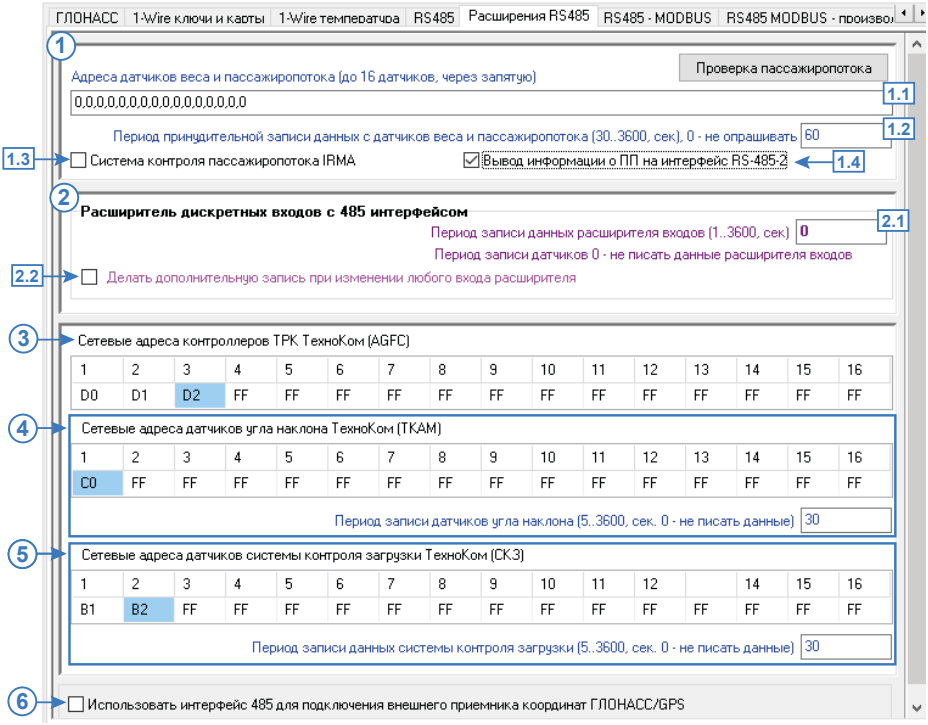

Рис.45. Вкладка «Расширения RS-485».
- В поле **«Адреса датчиков веса и пассажиропотока» (Рис.45, п.1.1)** ввести адресов подключаемых датчиков. Адреса нужно вводить через запятую, возможные значения – от 230 до 245. К прибору «АвтоГРАФ» может быть подключено до 16 датчиков веса и пассажиропотока.
(Рис.45, п.1.2) ввести интервал времени, с которым будут опрашиваться датчики веса и пассажиропотока. Диапазон значений периода – 30…3600, 0 – не опрашивать датчики.
- **Опция «Система контроля пассажиропотока IRMA» (Рис.45, п.1.3)** – разрешает подключение к прибору системы контроля пассажиропотока IRMA. Прибор поддерживает работу с системами IRMA Basic, IRMA Advanced, IRMA 3D, подключаемыми по двухпроводному интерфейсу RS-485 по протоколу IBIS. При подключении системы IRMA совместная работа прибора с другими устройствами по RS-485 невозможна.
Опция «Вывод информации о ПП на интерфейс RS-485-2» (Рис.45, п.1.4) – разрешает передачу данных о пассажиропотоке внешнему устройству по интерфейсу RS-485-2.